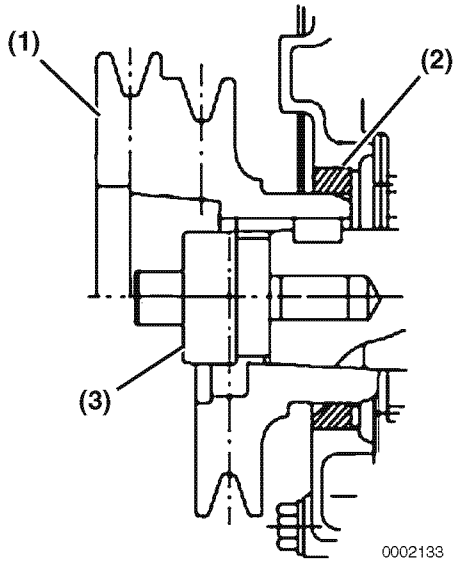

Figure 6-150
3TNV82A, 3TNV84, 3TNV84T, 3TNV88, 4TNV84, 4TNV84T, 4TNV88, 4TNV94L, 4TNV98, 4TNV98T: Use the crankshaft pulley installation tool ***(Figure 6-150, (3))*** *when reinstalling the pulley* ***(Figure 6-150, (1))****. The tool will guide the pulley hub and protect the front seal* ***(Figure 6-150, (2))*** *from damage.*